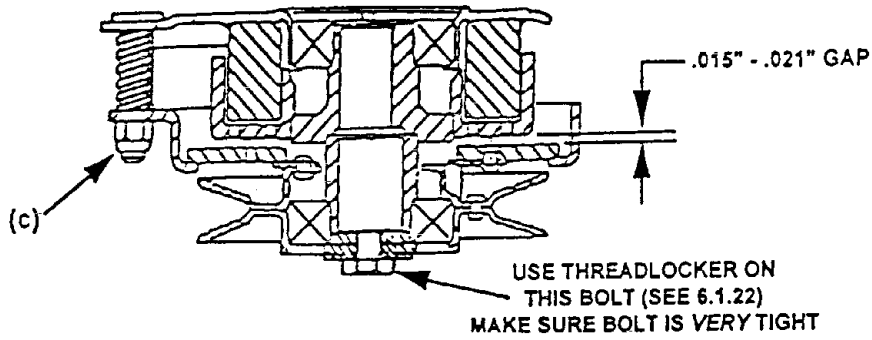

FIG. 12
c) Place .015-.021 inch feeler gauge through each of the three clutch gap holes. If gap exceeds this range, tighten the three adjusting nuts(C) until the proper gap is obtained (See Figure 12). The three clutch gap holes are located at the "nut side" of the adjusting bolts. The adjusting bolts can be identified by the springs surrounding each bolt.